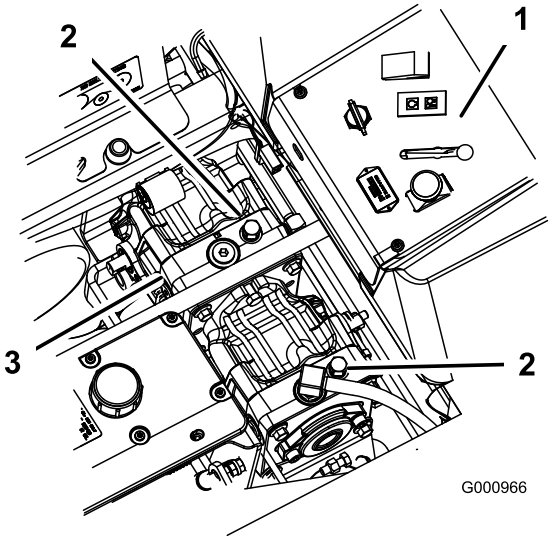

Figur 27
2. Vrid överströmningsventilerna motsols ett varv för att skjuta maskinen framåt. Hydrauloljan kan då passera förbi pumpen, så att hjulen kan rotera (Figur 27).
Vrid överströmningsventilerna medsols ett varv för att köra maskinen (Figur 27).